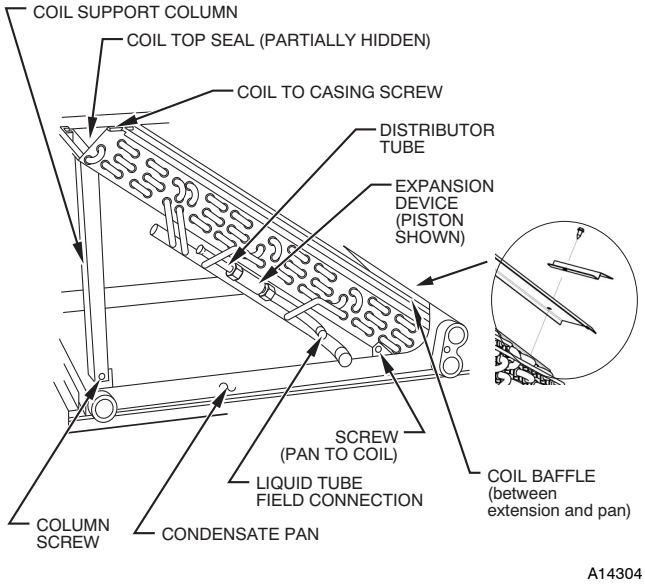

Fig. 29 - Slope Coil Component Location (Prior to 1996)
8. Place assembly on a flat surface. On units manufactured prior to 1996, remove two screws securing coil support columns to pan. (See Fig. 29.)
10. Remove two screws securing coil to condensate pan. (See Fig. 29 and 30.)
12. Attach new painted Top Seal to new coil using brass colored screws included with packaging. (See Figs. 29 and 30)
13. Remove screw at bottom of coil extension and reuse to attached Coil Baffle in same location. Long side of baffle toward pan. (See Figs. 29 and 30)
15. Install new coil pan assembly into unit and secure with one screw previously removed from unit casing. (See Fig.29.)